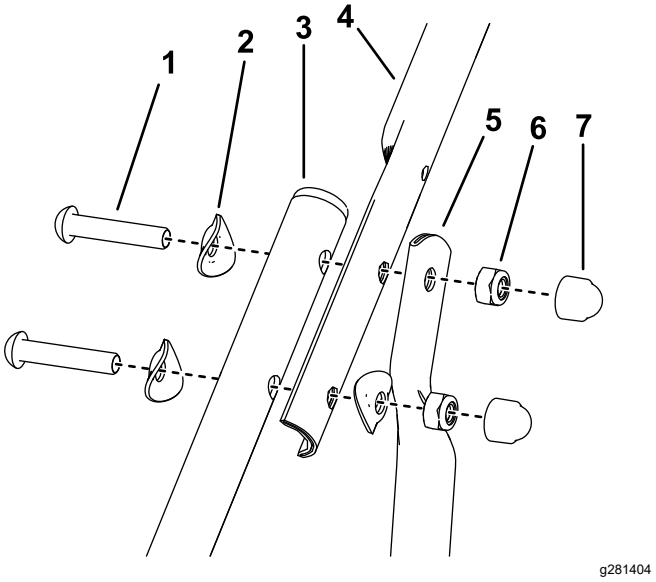

**Rysunek 5**
4. Zamocuj górną część uchwytu i górne końce wsporników uchwytu do dolnych części uchwytu, używając po każdej stronie 3 podkładek wklęsłych, 2 śrub i 2 sześciokątnych nakrętek zabezpieczających (Rysunek 5).